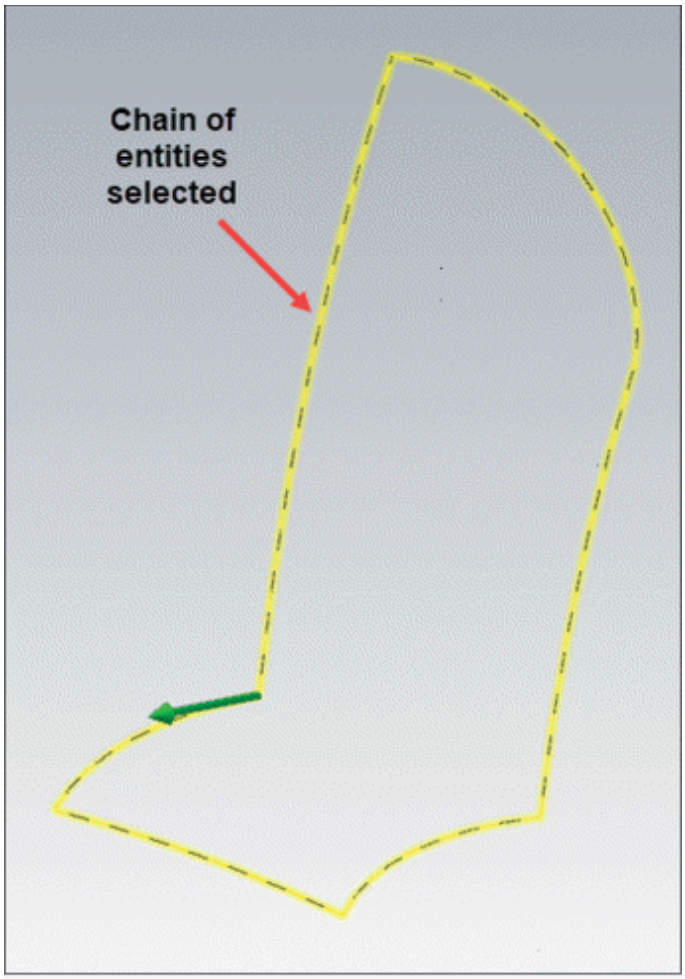
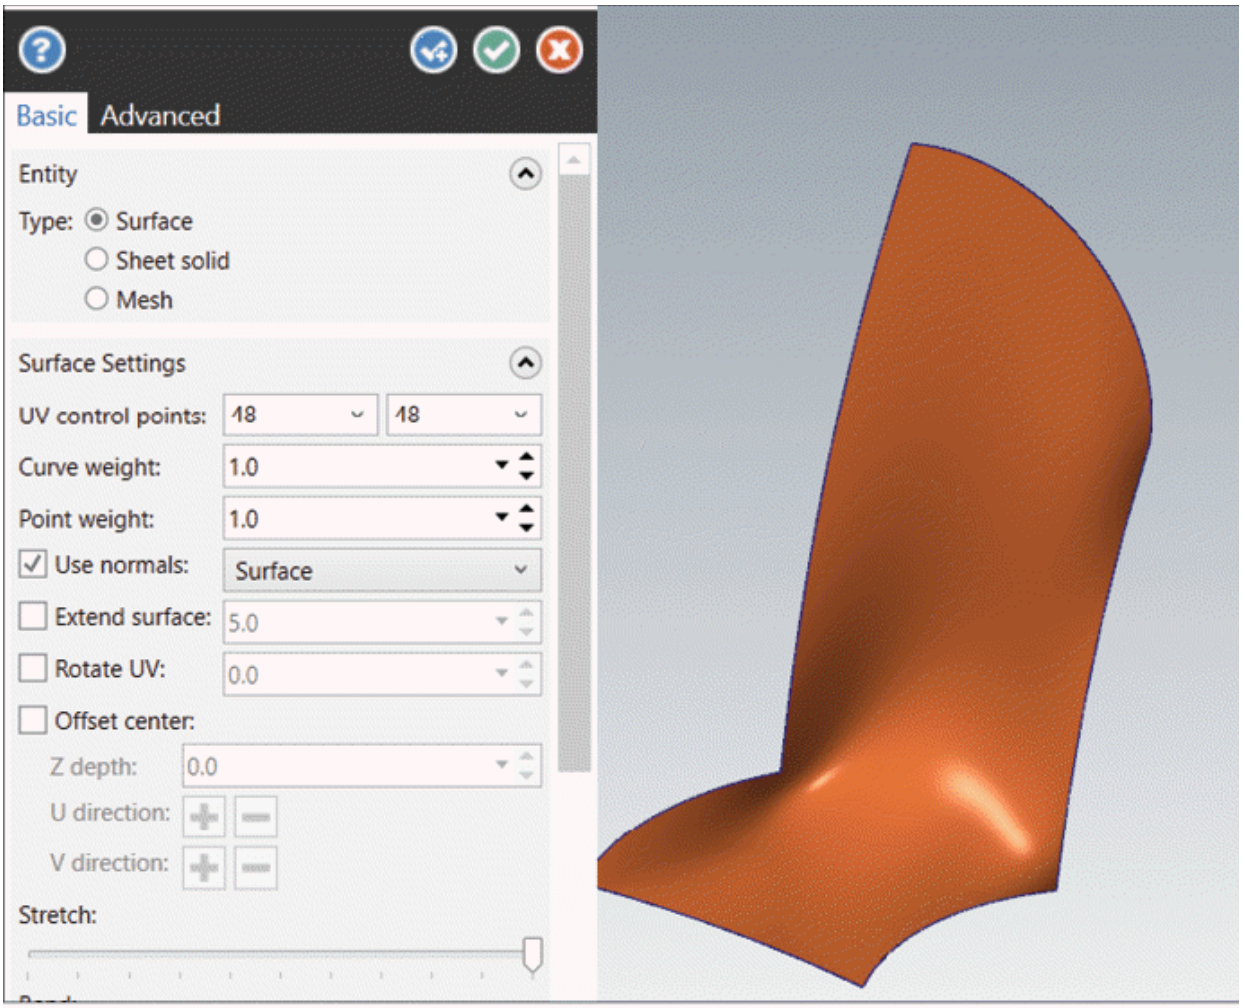

Figure-36. Chain of entities selected
Figure-37. Power Surface Manager with preview
- Select the chain of entities to be used for creating surface; refer to Figure-36 and click on the **OK** button from the selection box. Preview of surface will be displayed with **Power Surface Manager**; refer to Figure-37.